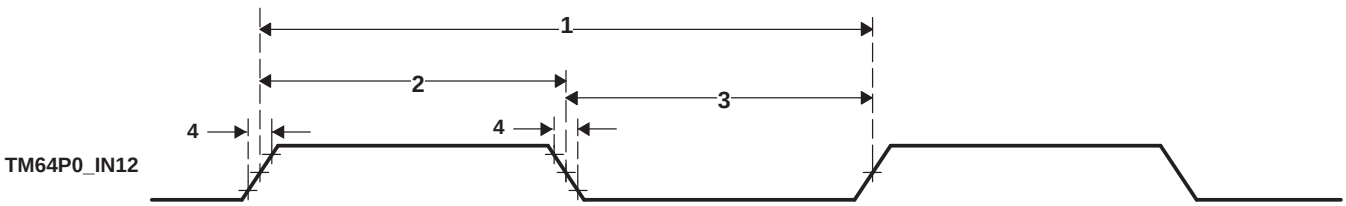

Figure 6-41. Timer Timing
Table 6-77. Timing Requirements for Timer Input(1) (2) (see Figure 6-41)